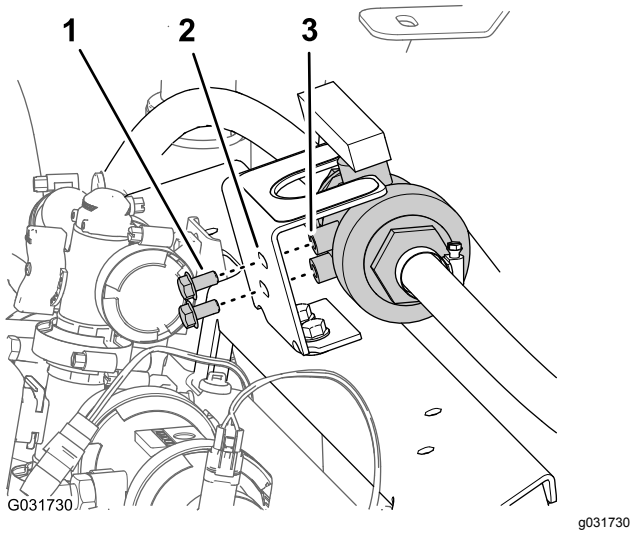

Figur 230
4. Ret kugleventilens gevindskårne nav ind med de to huller i monteringsbeslaget (Figur 230).
5. Monter ventilen på monteringsbeslaget (Figur 230) med de to flangehovedbolte (5/16" x ⅝"), du fjernede i trin 3 i 9 Frakobling af det valgfrie EU-overensstemmelsessæt (side 22), og tilspænd boltene med håndkraft.